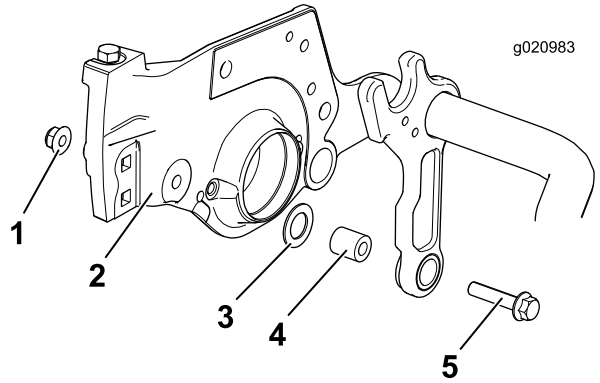

Bild 4
4. Entfernen Sie die vorhandene Mutter, Flachscheibe und das Distanzstück; werfen Sie das Distanzstück, die Befestigungsmutter und die Flachscheibe weg (Bild 4).